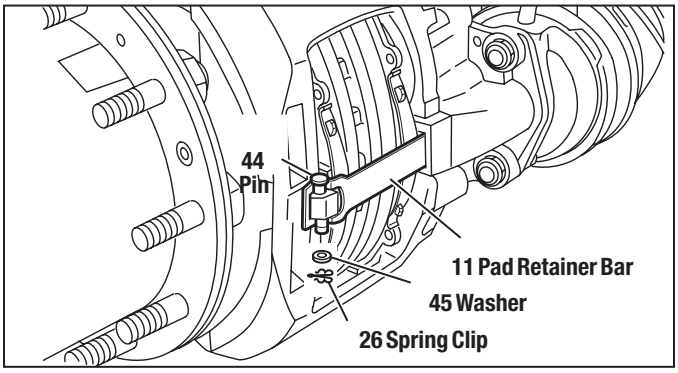

Figure 23 – Retainer Bar Removal
See Figure 23. While pressing down against the pad retaining bar (11), remove and retain the clip (26), washer (45), and pin (44). Remove the pad retainer bar (11). Bendix recommends that these items be replaced with new *(See available kits and parts, Section 5.0)*.